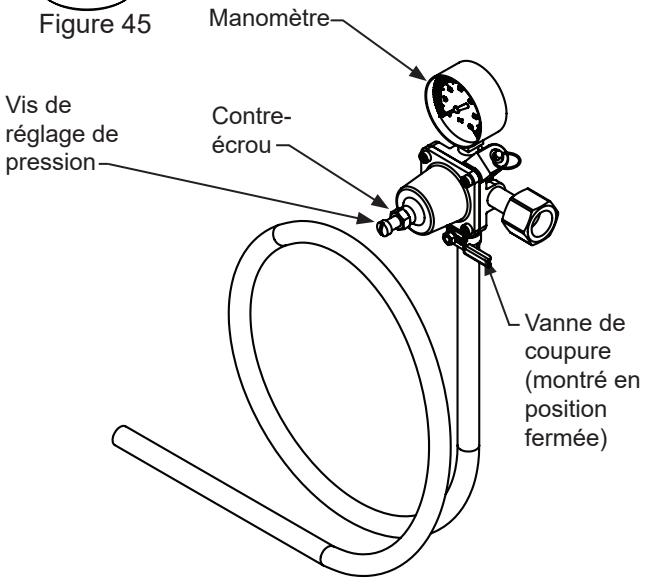
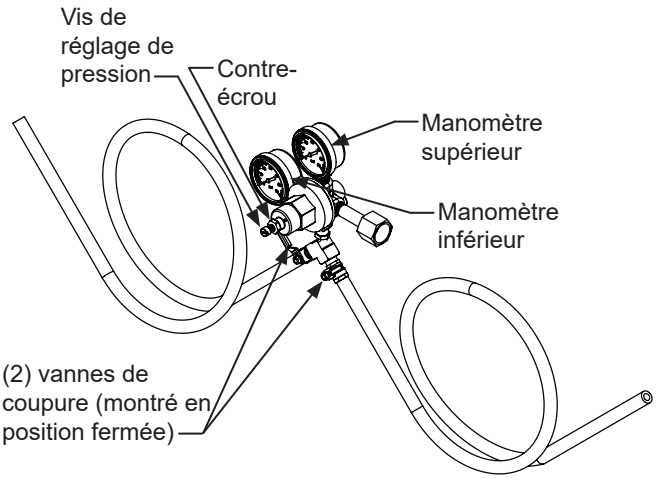
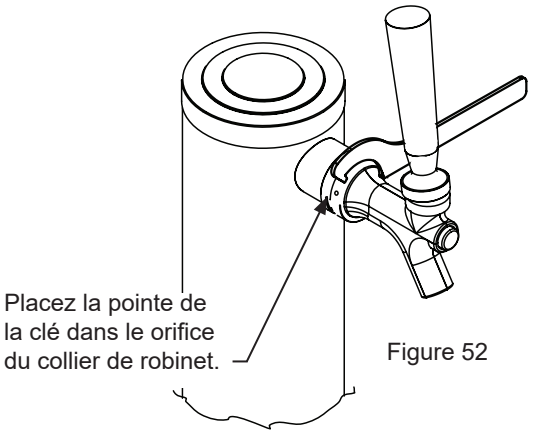

Figure 46 (Régulateur pour tour de distribution simple)
Figure 47 (Régulateur pour tour de distribution double)
Figure 52
Ôtez le bouchon de mousse du trou de hublot comme c'est montré en Figure 46, et passez la conduite rouge de gaz au travers de la paroi arrière, et hors du cache serpentin à l'intérieur du meuble. Connectez la conduite rouge de gaz au coupleur du fût de bière.
Rebouchez le trou à l'arrière du meuble avec le bouchon en mousse (Voyez la Figure 47).
2. Assurez-vous que la poignée de vanne est ferme sur la tour (voir la Figure 47).
Arrêtez l'arrivée de gaz au robinet de coupure sous le régulateur (Voyez la Figure 46 ou Figure 47), et ouvrez le robinet de bière pour relâcher la pression. Pour ôter le robinet de la tour, utilisez la clé tricoise fournie. Placez la pointe de la clé dans le orifice sur le collier du robinet, et tournez en sens horaire ↻ pour démonter le robinet (Voyez la Figure 52).